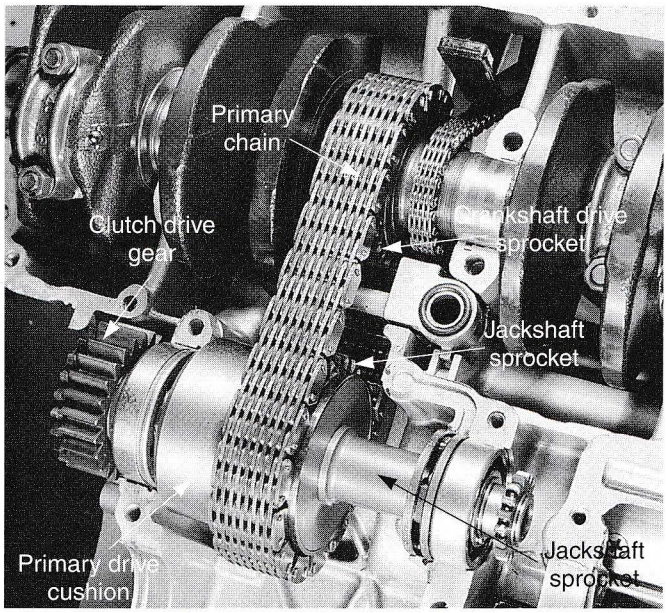

Figure 20-70. In this internal primary drive, the crankshaft, primary chain, and jackshaft are installed together.
12. Check for proper assembly of internal primary drive, **Figure 20-70.**